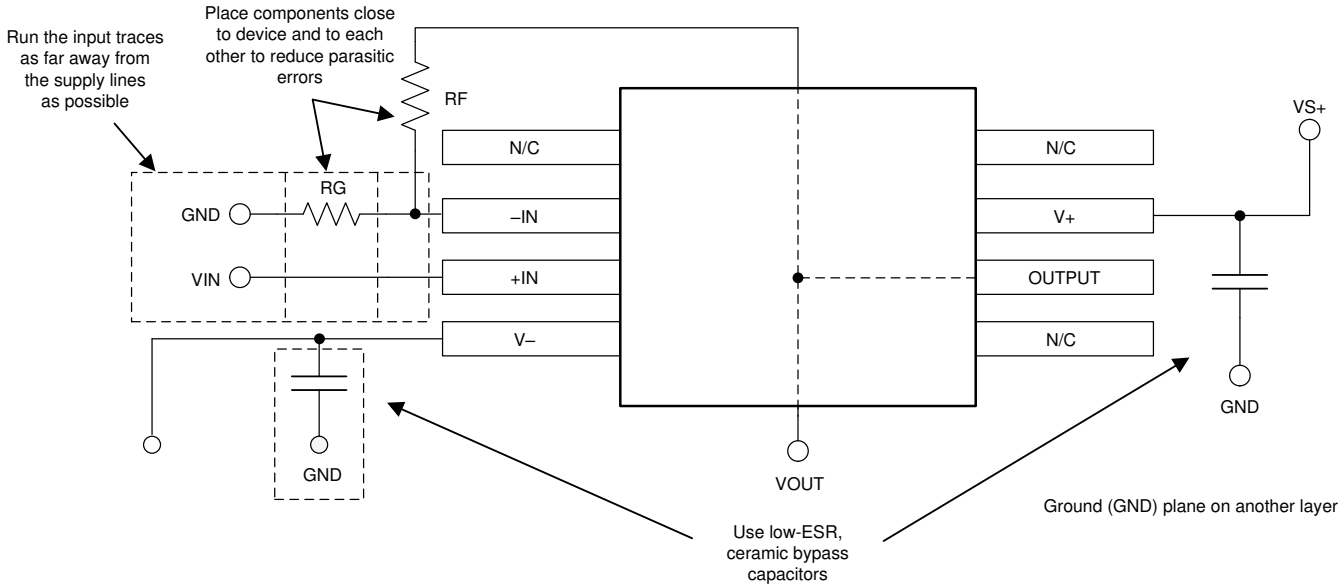

図 7-6. 非反転構成のオペアンプ基板のレイアウト
- デカップリング コンデンサをデバイスのできるだけ近くに配置します。図 7-6 に示すように、寄生容量を最小限に抑えるため、RF と RG は反転入力の近くに配置します。